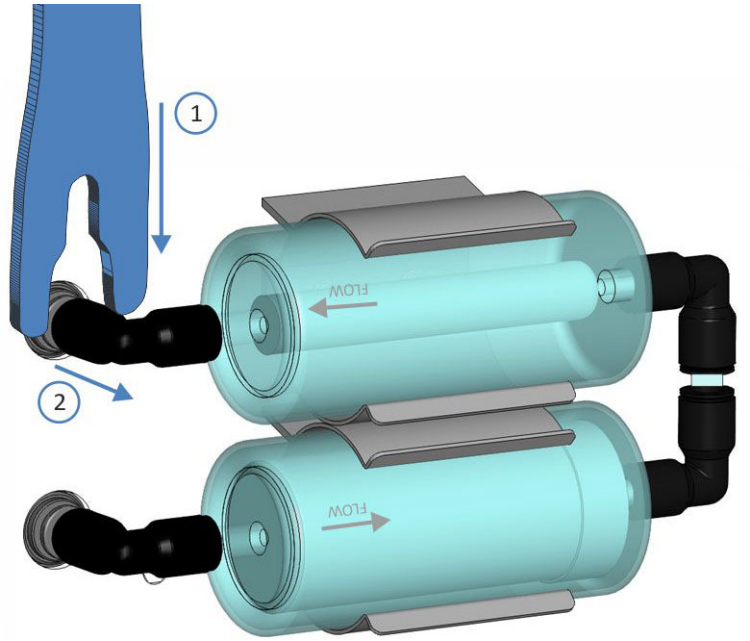

Figure 33: Unlocking an elbow fitting with the multitool
a) On the two (push-in) elbow fittings on the detector gas connectors, push in the locking ring on each elbow fitting with the multitool (no. 1 in Figure 33 on page 134). Leave the elbow fittings connected to the gas filter assembly.
b) Pull the two elbow fittings off from the gas connectors on the detector (no. 2 in Figure 33).